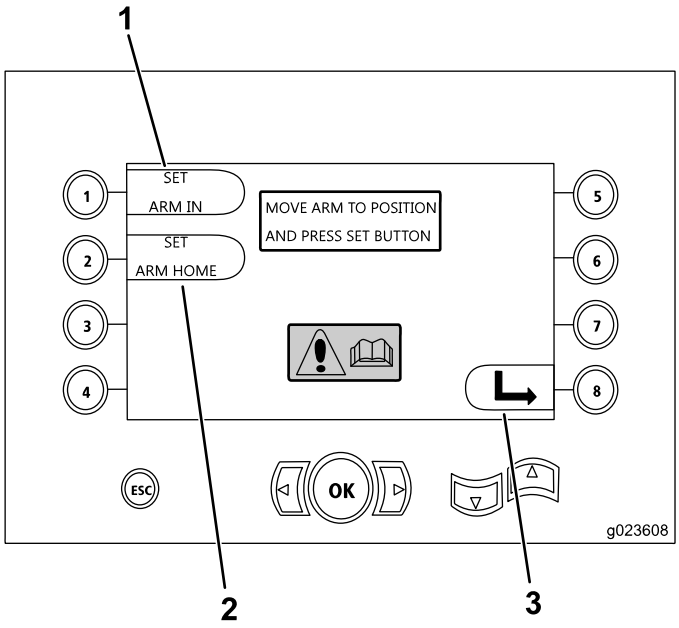

Figure 31
- Bouton 1 – Bras à la position rétractée (Figure 31)
- Bouton 2 – Bras à la position déployée (Figure 31)